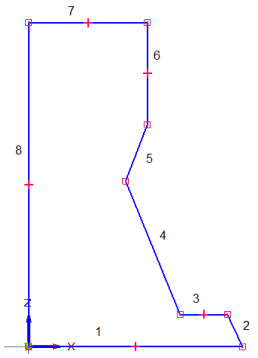

Figure 3-47 *Profile for the revolved model*
4. Complete the sketch of the revolved model by drawing the remaining lines by taking the reference of the first line, refer to Figure 3-47. The lines in this sketch have been numbered for your reference.